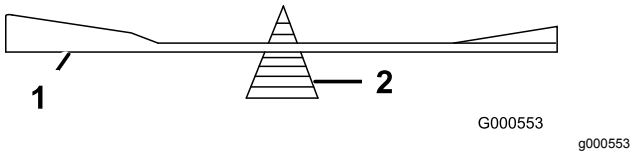

Figura 102
2. Verifique el equilibrio de la cuchilla colocándola sobre un equilibrador de cuchillas (Figura 102).